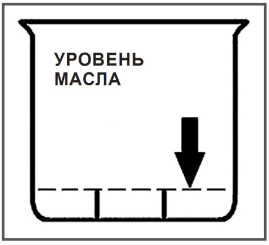

Рис. 20 Уровень масла в воздухоочистителе
9. Залейте в стакан воздухоочистителя чистое моторное масло до уровня. Уровень масла в стакане воздухоочистителя показан на Рис. 20.